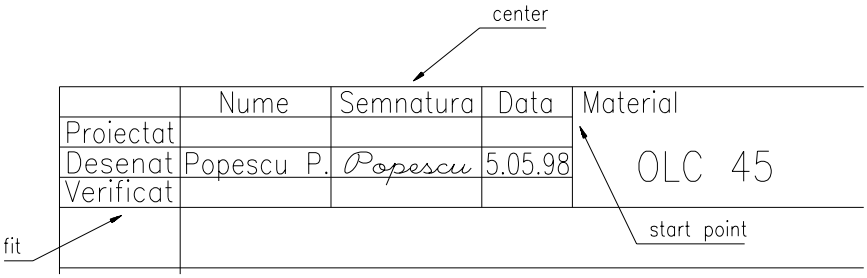

Fig. 5.23
– *zonele suplimentare ce cuprind informații de ordin administrativ şi de ordin tehnic* (fig. 5.23);